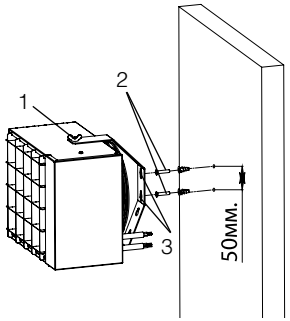
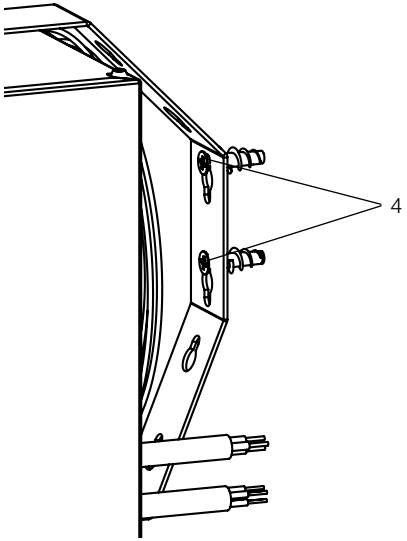

Рис.5 – Монтаж прибора на стену
Рис.6 – Паз фиксации на кронштейне подвеса.
2) Подвесить прибор (1) совместив шляпки дюбель-гвоздей (2) (не входят в комплект поставки) с проходными отверстиями на кронштейне подвеса (3) (Рис. 5) Сместить в паз для фиксации (4). (Рис. 6)